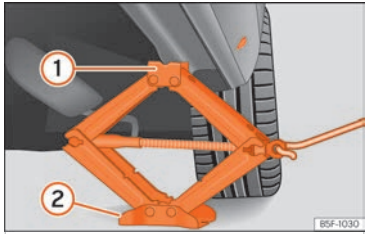

Fig. 245 Llarguer: col·locació del gat del vehicle.
- Gireu la manovella del gat, situat sota el punt de recolzament del llarguer, per elevar-lo fins que la pestanya ① ››› **fig. 245** quedi situada sota l'allotjament previst.
- Alineeu el gat de manera que la pestanya ① "s'adhereixi" a l'allotjament previst del llarguer i la placa base mòbil ② quedi recolzada a terra. La placa base ② ha de caure en la vertical respecte del punt de recolzament ①.